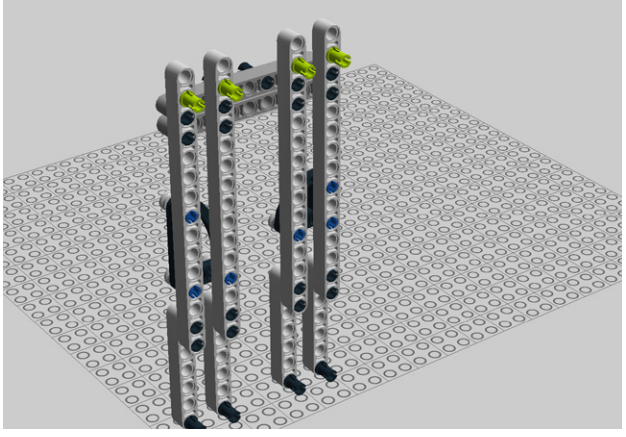

Figure 5-32. *Step 25: Adding connector pegs*
25. Add more connector pegs; Figure 5-32 shows this.